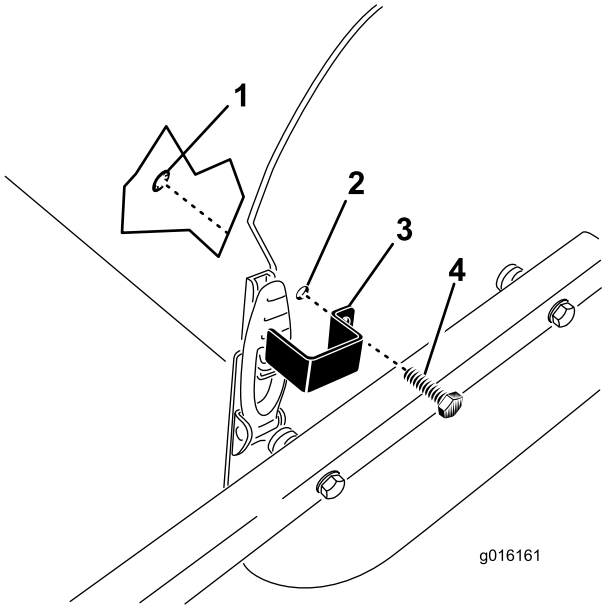

Figuur 30
1. Zet het borgplaatje op de kapvergrendeling terwijl u de montage-opening uitlijnt met het gat in de zijplaat (Figuur 30).
2. Bevestig het borgplaatje aan de zijplaat met een tapbout en een borgring (Figuur 30).